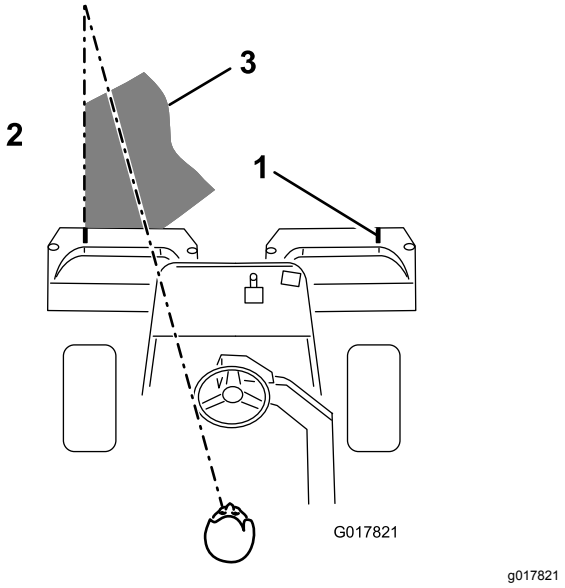

Figur 41
3. Sørg for at overlappe minimalt med den forudgående klipning ved tilbagekørsler. Skab en imaginær, lige sigtelinje på ca. 1,8-3 m foran maskinen frem til kanten af den uklippede del af greenen (Figur 41) som hjælp til at bevare en lige linje på tværs af greenen og for at holde maskinen i en tilsvarende afstand fra kanten af den foregående klipning. Der er nogle, der finder det nyttigt at medtage rattets ydre kant som en del af sigtelinjen, dvs. holde rattets kant på linje med et punkt, der altid holdes i samme afstand fra maskines forende (Figur 41).